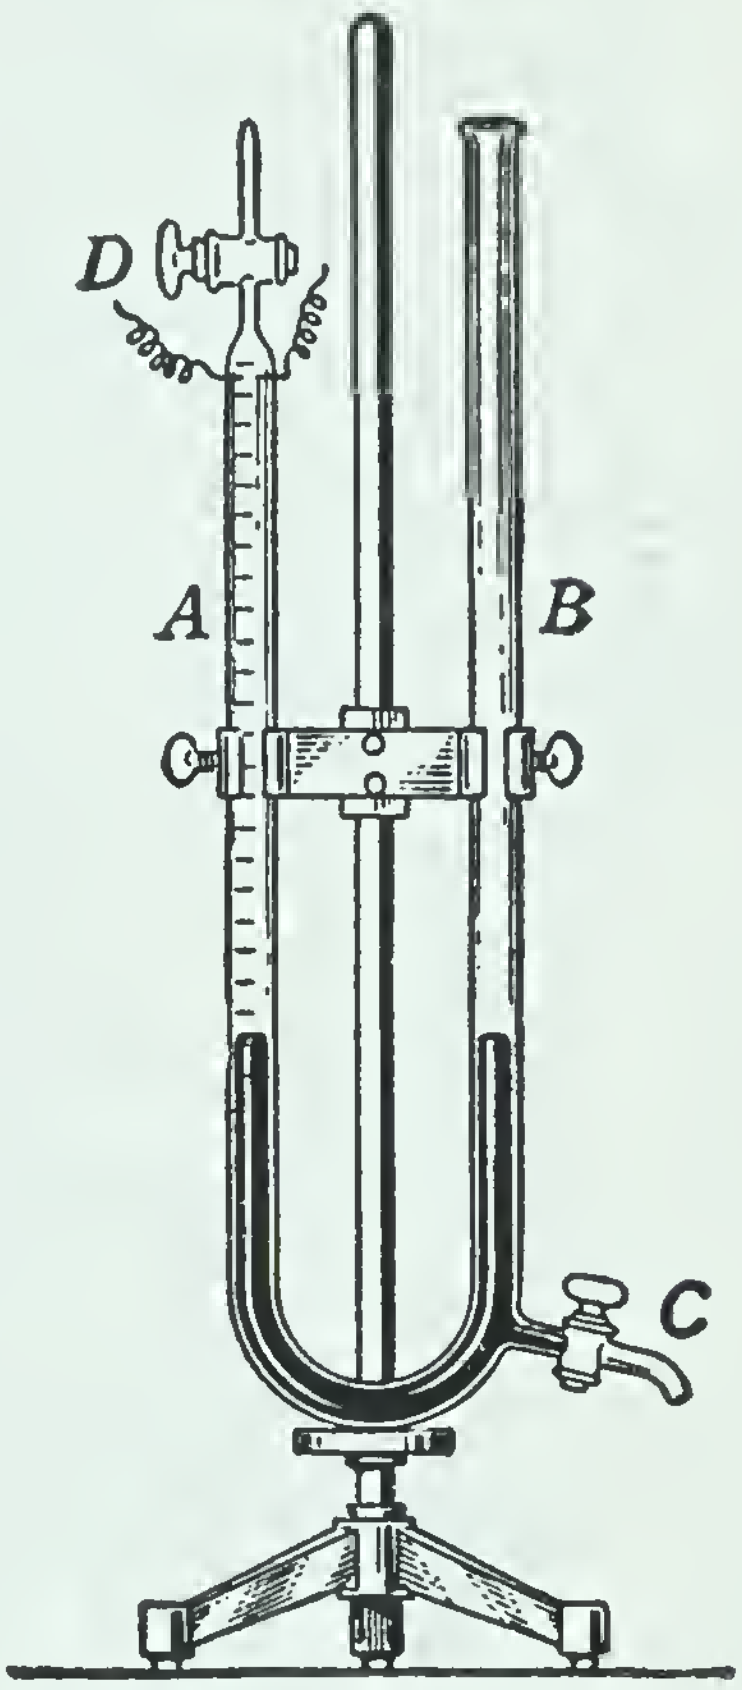

FIG. 87. A convenient form of eudiometer
1. ***The measurement of the two gases.*** The vessel used to measure the gases is called a *eudiometer* (Fig. 87). It is a glass tube bent in the shape of the letter U. It is open at one end, and closed at the other by a stopcock. Near the closed end two wires are sealed through the glass, with their ends nearly meeting inside the tube. These wires enable us to pass an electric spark through the gases in the tube so as to start their union. The spark plug and explosive mixture in the cylinder of an automobile engine work in the same way.
The eudiometer is first filled with mercury (Fig. 87), in which neither of the gases is soluble. A small volume of hydrogen (say, 20 ml) is then admitted to the branch *A* of the eudiometer through the stopcock *D*. The stopcock is then closed, and mercury is drawn off through the stopcock *C* until the level of the mercury is the same in each branch of the eudiometer, as shown in the figure. The enclosed hydrogen is now under atmospheric pressure, and its volume is accurately read off on the scale of the eudiometer.